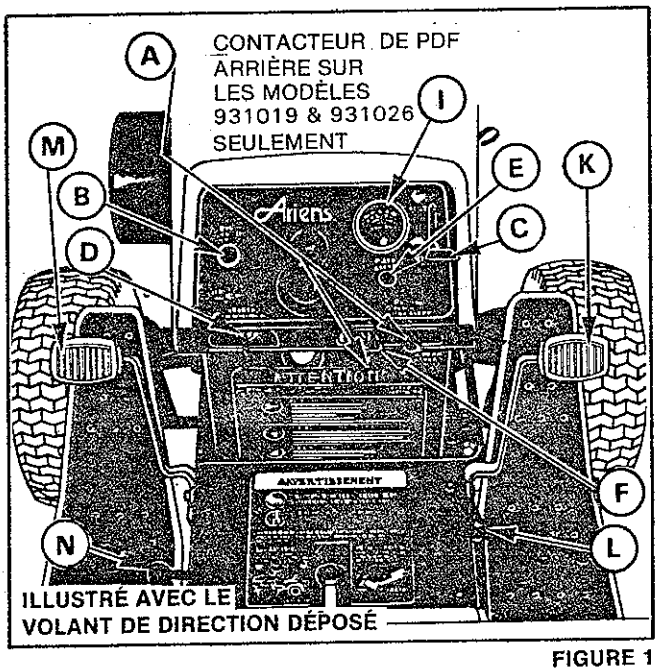
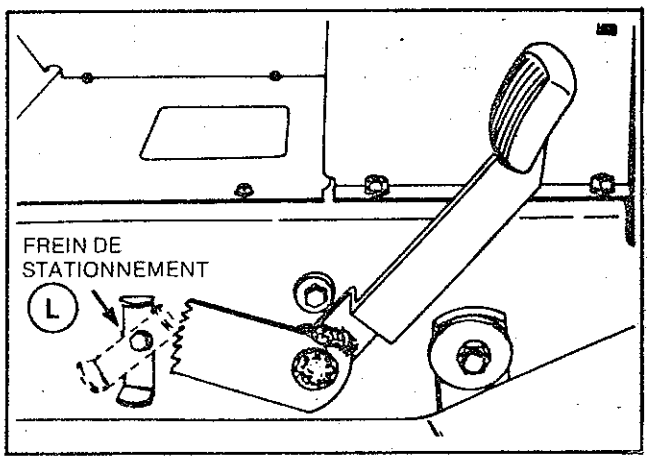

FIGURE 1
FIGURE 4
Ⓐ Contacteur de commande de l'outil — Figure 1
Ⓑ Témoin de fonctionnement de l'outil — Figure 1
Ⓒ Levier d'accélération — Figure 1
Ⓓ Contacteur d'allumage — Figure 1
Ⓔ Commande du volet d'air — Figure 1
Ⓕ Contacteur d'éclairage — Figure 1
Ⓖ Contacteur de sécurité de siège — Figure 1
Ⓘ Ampèremètre — Figure 1
Ⓚ Pédale de frein — Figure 1
Ⓛ Frein de stationnement — Figures 1 et 4
Ⓜ Pédale de neutralisation — Figure 1
Ⓝ Sélecteur de relevage — Figure 1
2. Assurez-vous que le contacteur de commande de l'accessoire Ⓐ figure 1, est enfoncé en position "D'ARRÊT".
3. Relevez le levier d'accélération Ⓒ figure 1, à environ 1/3 de sa "COURSE".
4. Tirez complètement la commande du volet d'air Ⓔ figure 1, si le moteur est froid. Si le moteur est chaud ou noyé, vous n'aurez besoin que de très peu ou pas de volet d'air.
5. Tournez la clé d'allumage Ⓓ figure 1, à fond dans le sens des aiguilles d'une montre. Relâchez la clé dès que le moteur tourne et appuyez sur la commande du volet d'air. Par temps froid il peut être nécessaire d'enfoncer le bouton du volet d'air graduellement jusqu'à ce que le moteur soit chaud. Si après le premier essai, le moteur ne démarre toujours pas, tournez la clé à la position "D'ARRÊT", attendez quelques minutes et essayez de nouveau. N'utilisez pas le démarreur plus de trente secondes à la fois.
Pour arrêter le tracteur, appuyez complètement sur la pédale de neutralisation Ⓜ ou ramenez le levier du variateur hydrostatique Ⓙ au "POINT MORT", figure 1, et appuyez sur la pédale de frein. Placez ensuite le levier du variateur en position de "STATIONNEMENT/DÉMARRAGE" et serrez le frein de stationnement. Voir figure 4.
1. Placez le levier du variateur hydrostatique Ⓙ figure 1, en position de "STATIONNEMENT/DÉMARRAGE" et serrez le frein de stationnement, figure 4.
2. Désengagez les contacteurs de commande de l'outil Ⓐ figure 1, et les accessoires portés.
4. Abaissez le levier d'accélération Ⓒ figure 1, laissez tourner le moteur au ralenti pendant quelques instants avant de l'arrêter.
5. Tournez la clé d'allumage Ⓓ figure 1, dans le sens inverse des aiguilles d'une montre pour arrêter le moteur.